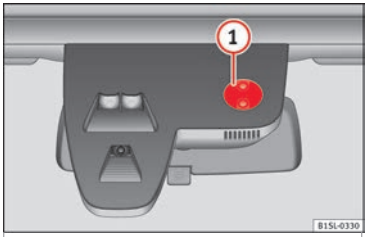

Fig. 115 Rain sensor reference surface.
Some examples of possible causes of faults and mistaken readings *on the reference surface* ››› Fig. 115 (1) of the rain and light sensor: